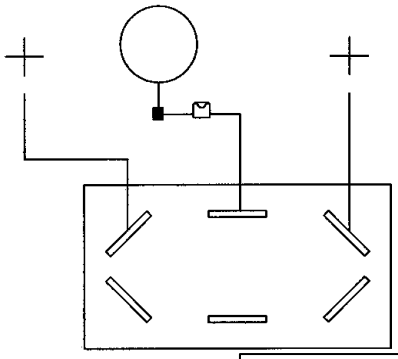

Figure 11a
13. Insérer un limiteur de débit (item 11) sur le devant du bloc hydraulique de la souffleuse (item 3). Brancher le boyau 1/4" x 37" (item 6). Ne pas serrer immédiatement.
14. Insérer un adaptateur 7/16" ORB mâle x 7/16" JIC mâle (item 12) sur le côté du bloc hydraulique de la souffleuse (item 3). Brancher le boyau 1/4" x 45" (item 7). Serrer tous les boyaux en prenant soin de bien les positionner.
15. Assembler la valve électro-hydraulique (item 4) avec le bloc hydraulique (item 26), à l'aide des boulons à tête cylindrique fournis avec la valve électro-hydraulique.
16. Brancher les deux fils blancs 360" (item 16) sur les terminaux à chaque bout sur l'interrupteur (item 19) et le fil d'alimentation (item 20, blanc 72") au centre de l'interrupteur tel qu'illustré à la figure 11A.